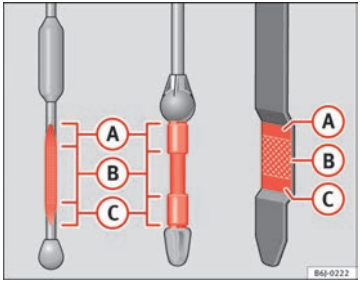

Fig. 136 Engine oil dipstick
– Then pull it out once more and check the oil level ⇒ Fig. 136. Top up with engine oil if necessary.